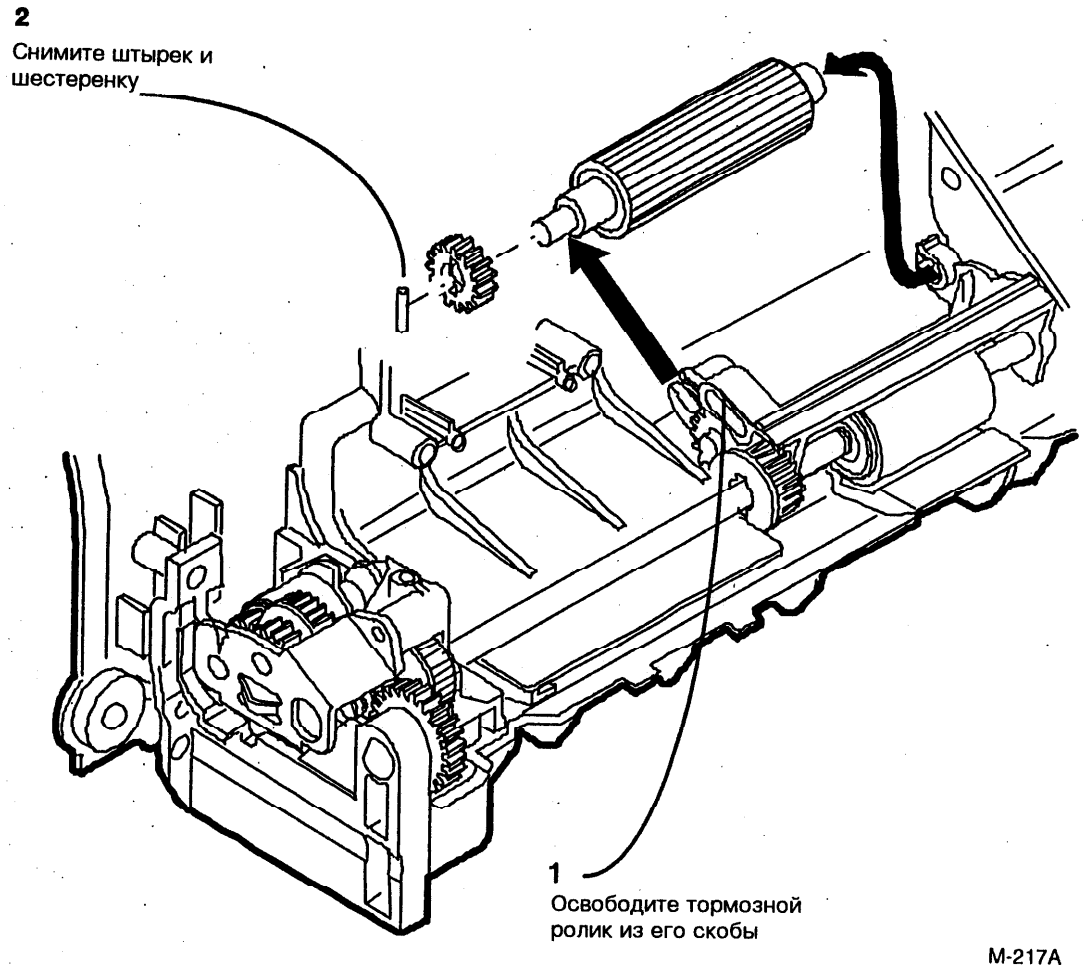

Рис. 1. Снятие тормозного ролика альтернативного лотка
2. (Рис. 1): Снимите тормозной ролик.